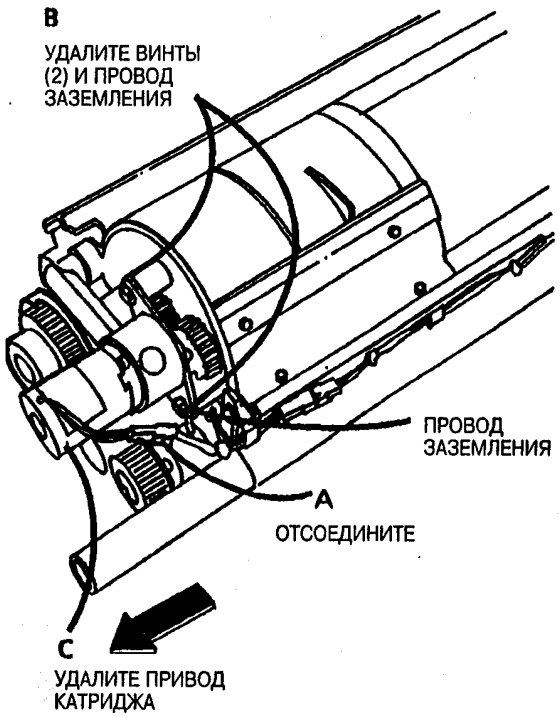

Рис. 1. Удалите привод катриджа
3. (Рис. 1): Удалите привод катриджа.